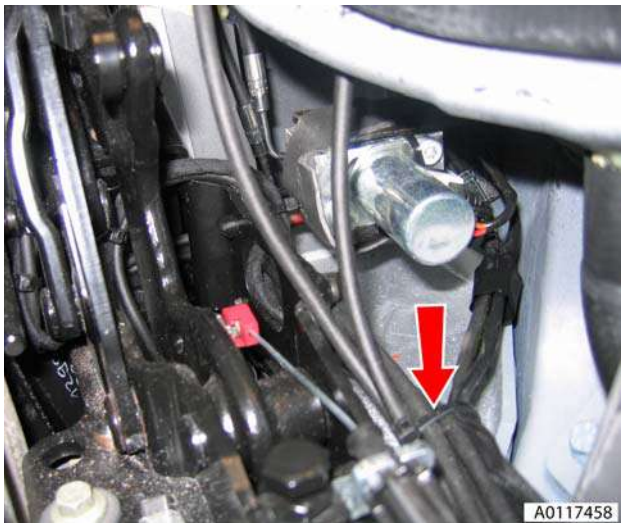

Figure 10
16. Cut cable tie securing valve to bracket (see Figure 10).